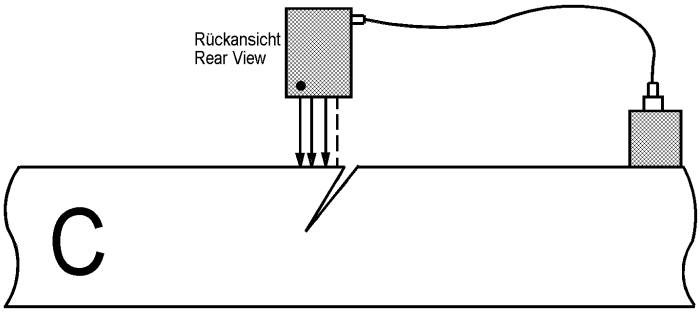

Abbildung 11: Messanordnung C für die zweite Nullmessung
- Stellen Sie eine Messanordnung C (Abbildung 11) her. Alle Kontaktpole befinden sich auf der dem Haftmagneten gegenüberliegenden Seite des Risses. Der aktive Strompol (gekennzeichnet durch einen Punkt auf der Sonde) befindet sich außen. Der innere Kontaktpol befindet sich möglichst nah am Riss. Alle Kontakte müssen in einem rissfreien Bereich des Werkstücks aufgesetzt werden.